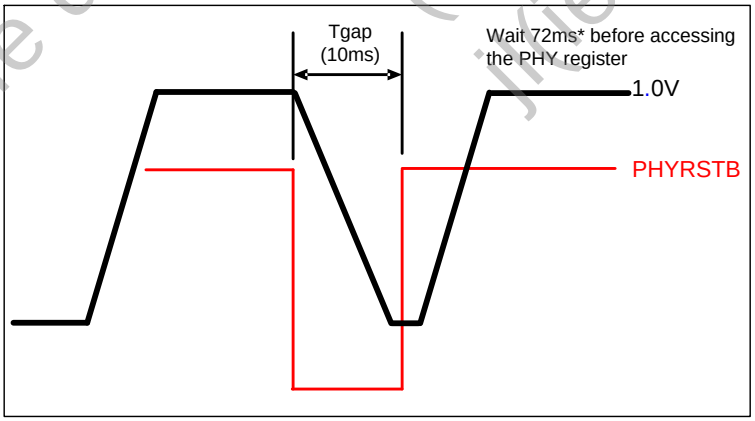

**Figure 9. PHY Reset Timing**
The RTL8211F(I)/RTL8211FD(I) has a PHYRSTB pin to reset the chip. For a complete PHY reset, this pin must be asserted low for at least 10ms (Tgap in Figure 9) for the internal regulator. Wait for at least 72ms* (for internal circuits settling time) before accessing the PHY register. All registers will return to default values after a hardware reset.